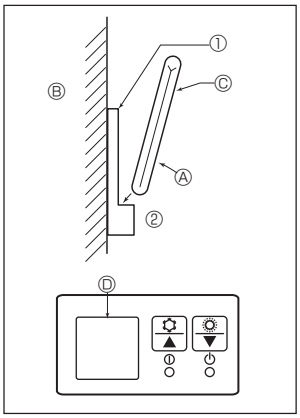

Fig. 6-8
2) Método de instalación (Fig. 6-8)
① Fije el soporte del mando a distancia en el lugar deseado con 2 tornillos roscados.
② Coloque el extremo inferior del mando en el soporte.